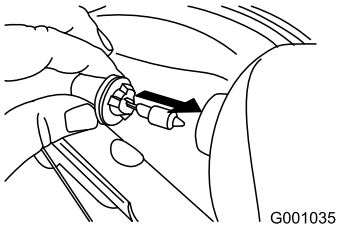

Rysunek 57
4. Włóż nową żarówkę z tyłu reflektora (Rysunek 57).